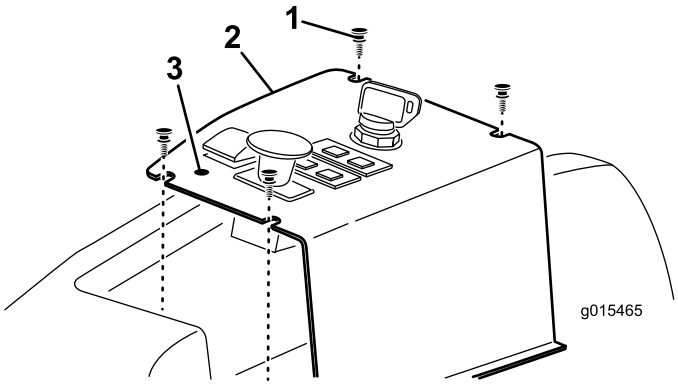

Figuur 12
1. Zoek en doorboor voorzichtig de sticker op het bedieningspaneel voor de hefschakelaar (LIFT), zodat u het montagegat van de hefvergrendelingshendel (LIFT-LOCK) ziet (Figuur 12).
2. Verwijder de (4) schroeven waarmee het bedieningspaneel is bevestigd (Figuur 12).